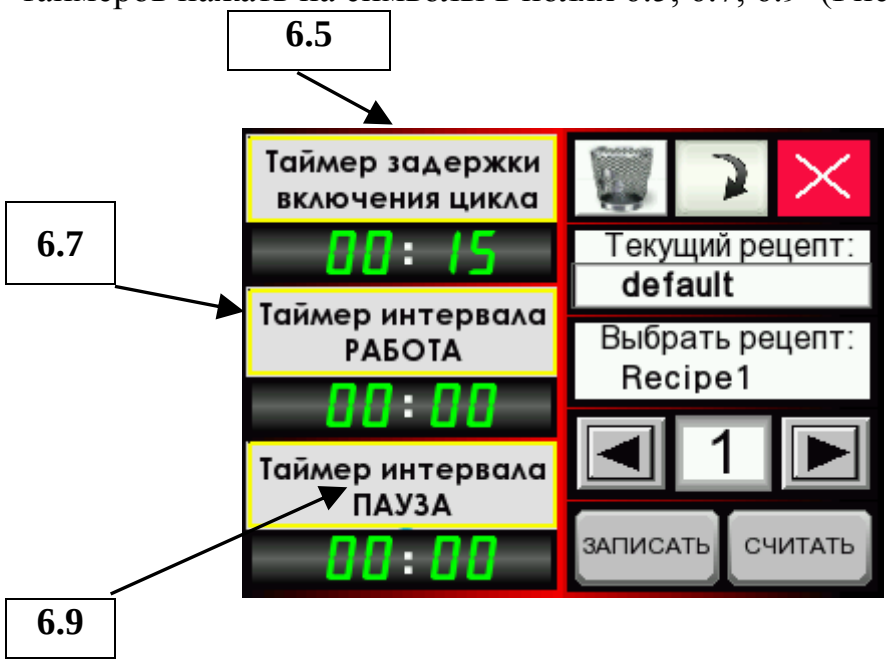

Рисунок 17 – Второй экран «Рецепты». Открыты всплывающие окна
5.6.11 Для получения подсказки о расположении полей ввода значений таймеров нажать на символы в полях 6.5, 6.7, 6.9 (Рисунок 17).